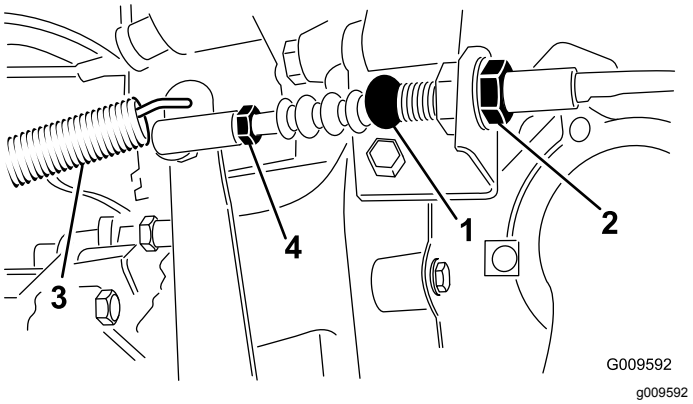

Rysunek 70
1. Odkręć przeciwnakrętki mocujące linkę sprzęgła do wspornika na obudowie w kształcie dzwonu (Rysunek 70).